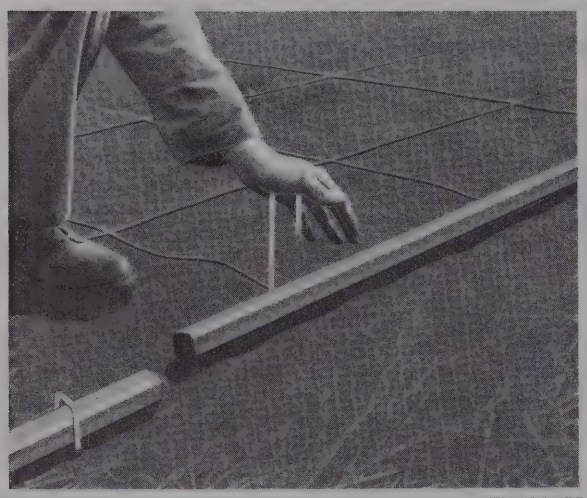

Figure 32. Installing counterpoise clamps.
f. Use two counterpoise clamps to hold each wooden end piece in place after the counterpoise has been straightened out (fig. 32).